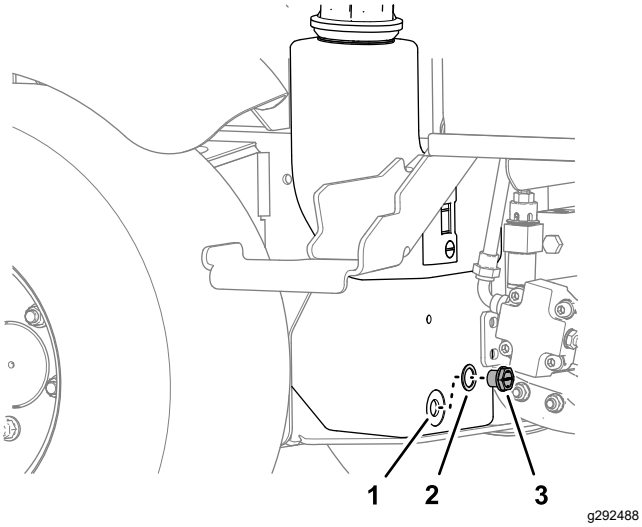

Figur 72
3. Placer en drænbakke under hydrauliktanken, fjern tankens aftapningsprop, og dræn hydraulikvæsken helt (Figur 72).